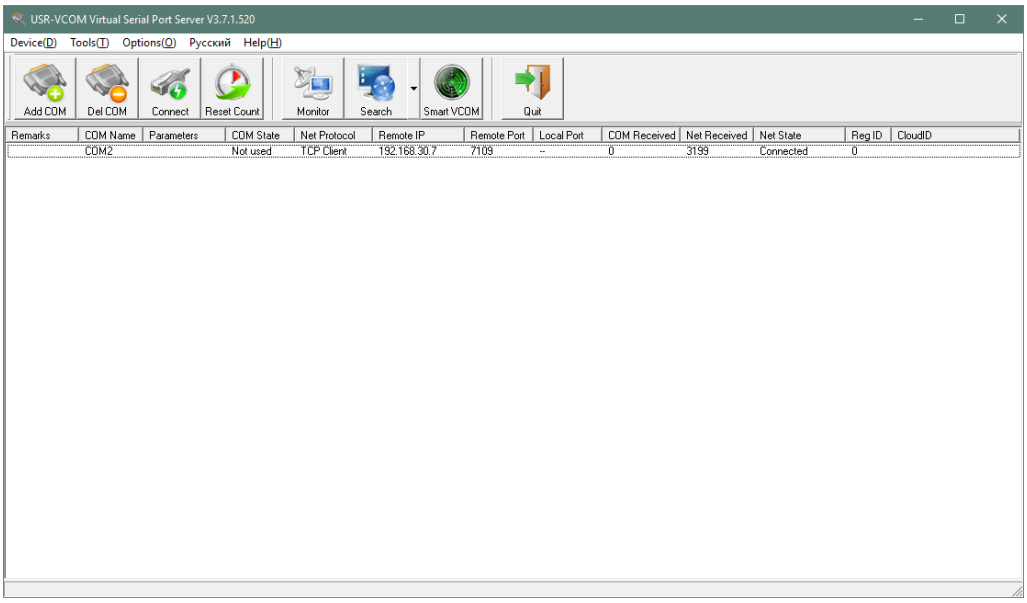

Рисунок 5.8.
9. Выбрать свободный номер COM-порта и нажать кнопку **«OK»**. На экране отобразится окно с подключенным COM-портом, приведенное на рис.5.8.